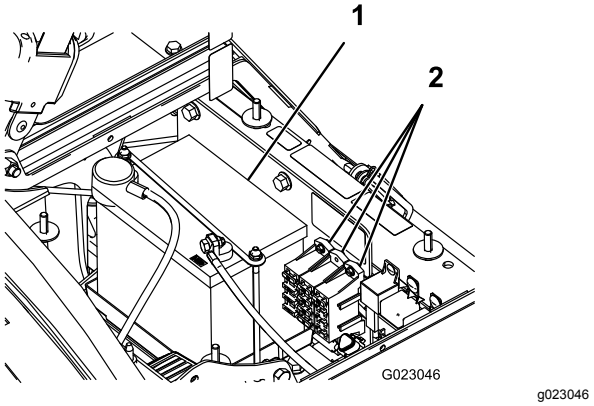

Figur 48
Det finnes to sikringsblokker og én tom slisse i det elektriske systemet. De finnes under setet (Figur 48).
2. Batteriet finnes på høyre side av maskinen, bak pumpen (Figur 48).
5. Fjern batteriholderen og festene (Figur 48).
2. Installer clutchdekselet og fest det med de tre skruene som du fjernet tidligere (Figur 48).
4. Installer batteridekselet og fest det med de to knottene (Figur 48).
1. Løsne knottene på sidene av batteriboksen og fjern batteridekselet (Figur 48).